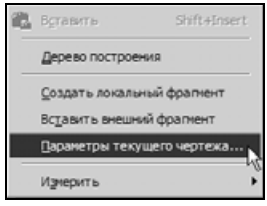

Рис. 3.3
- Щелкните правой кнопкой мыши в свободном месте листа и выполните из контекстного меню команду **Параметры текущего чертежа** (рис. 3.3), или выполните команду **Сервис | Параметры**.